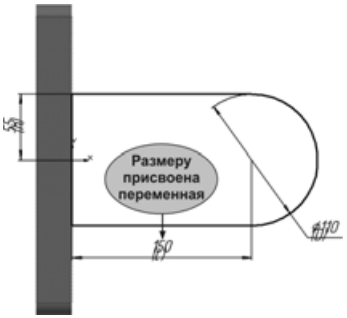

Рис. 5.154
- Нажмите кнопку **OK**. В окне эскиза имя переменной появится под размерной надписью (рис. 5.154).